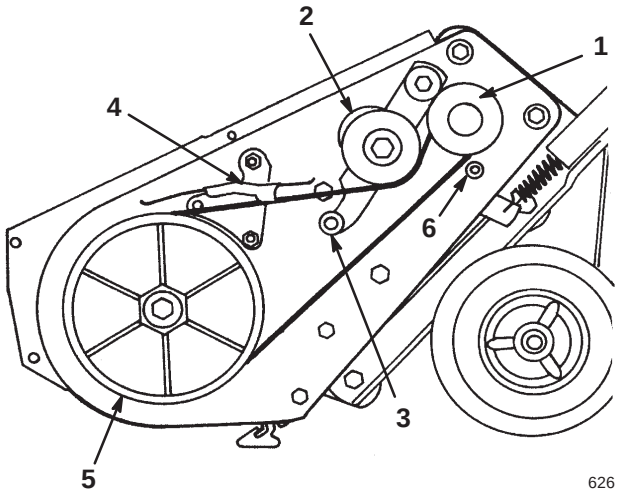

Figur 27
5. Dra mellanremsskivan uppåt och ta bort den gamla drivremmen från rotorskivan, bromsarmen och motorremsskivan (figur 27).
6. Dra den nya drivremmen runt motorremsskivan, under mellanremsskivan, över valsen, genom bromsen och runt rotorskivan (figur 27).
Viktigt Drivremmen måste vara ovanför rullen enligt figur 27.